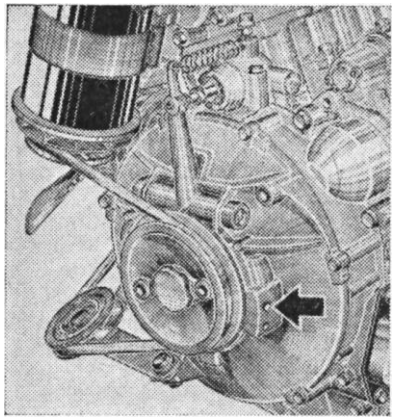
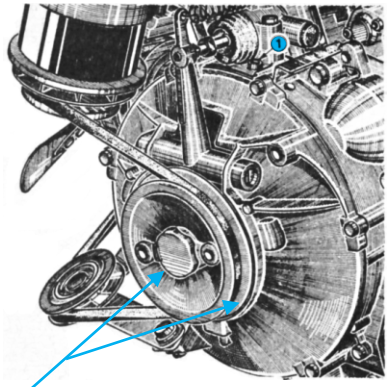
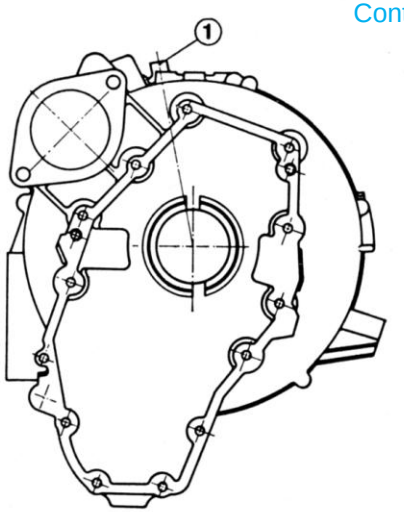
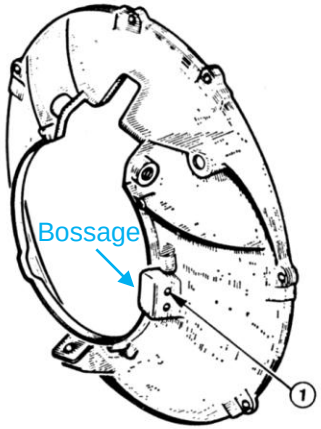

Fig.29 - Repère de calage de l'avance à l'allumage
Fig.30 - Vue de la poulie de vilebrequin et du carter d'embrayage
Fig. 41. — Carter d'embrayage du 2e montage (N° P.D. 2102.54)
Fig. 44. — Couvercle de carter d'embrayage du 1er montage (N° P.D. 2101.16)
« La figure 29 montre l'emplacement des repères de calage : (trou de 8 mm dans le côté D du couvercle de carter d'embrayage et encoche portée par la poulie du vilebrequin) pour les moteurs du premier type avec embrayage Ferodo 180 DP (voir également fig.41 au paragraphe « Embrayage »). *(Erreur, c'est la fig. 44)*
Au contraire sur les moteurs équipés de l'embrayage Ferodo 200 DE ou de l'embrayage LUK TS 190, le point de calage de l'allumage pour les cylindres 1 ou 4 est déterminé au moyen d'une pige de Ø 8 mm passant par le trou (1) (fig. 30) percé dans la partie supérieure du carter d'embrayage et pénétrant dans une encoche portée sur le plateau d'embrayage (voir également fig.44 au paragraphe « Embrayage »). »
(Erreur, c'est la fig. 41)